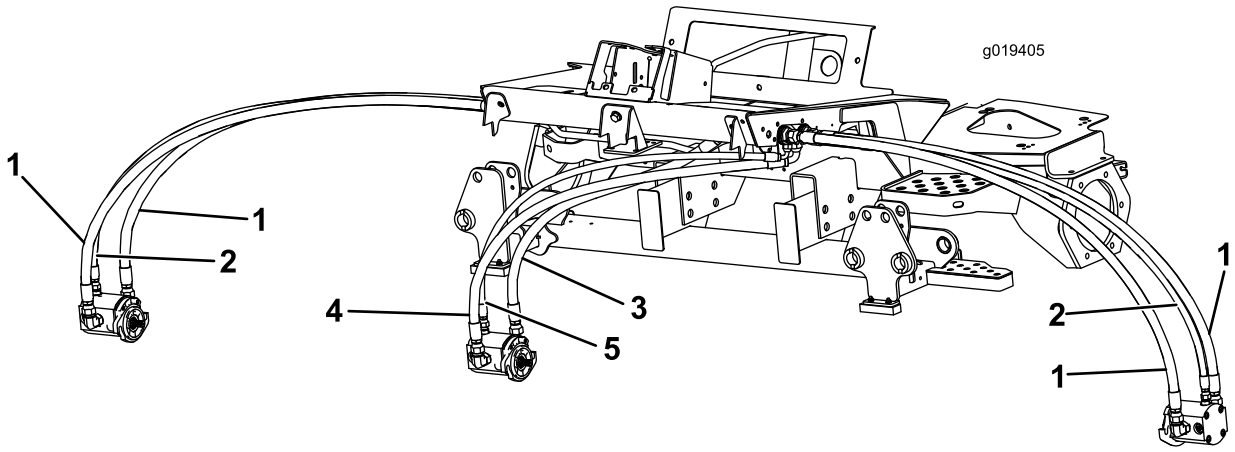

Bild 1
2. Entfernen und ersetzen Sie die Schläuche am Frontmähwerk. Die Bestellnummer für jeden neuen Schlauch finden Sie unter Bild 1.